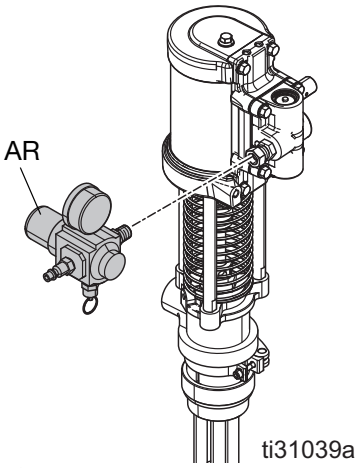

FIG. 6
2. Anslut den medföljande luftregulatorn (AR) till svivelfästet på luftmotorns fördelare. Se FIG. 6.